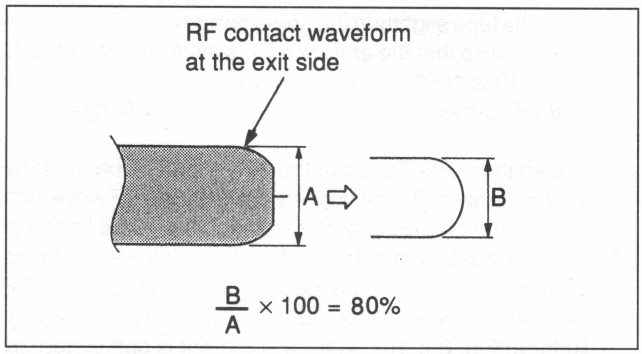

Fig. 8-5-11. Set of RF Waveforms at the Tape Exit Side
16. Set the switch position of an oscilloscope so that all the RF waveforms at the tape exit side can be viewed. (Refer to Fig. 8-5-11.)